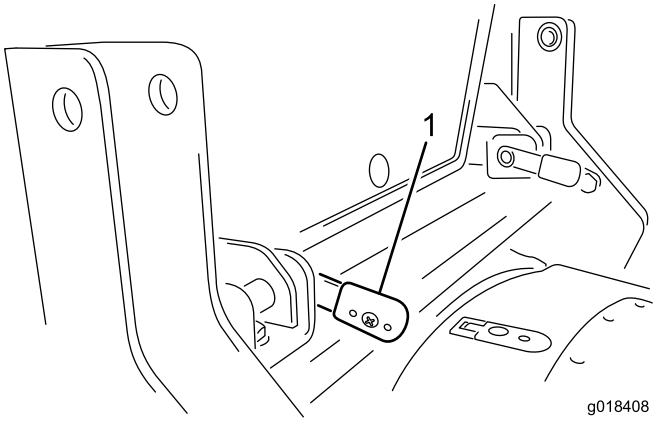

Figura 17
4. Una vez insertadas del todo las palancas, gírelas hacia abajo para bloquearlas en esa posición (Figura 17).